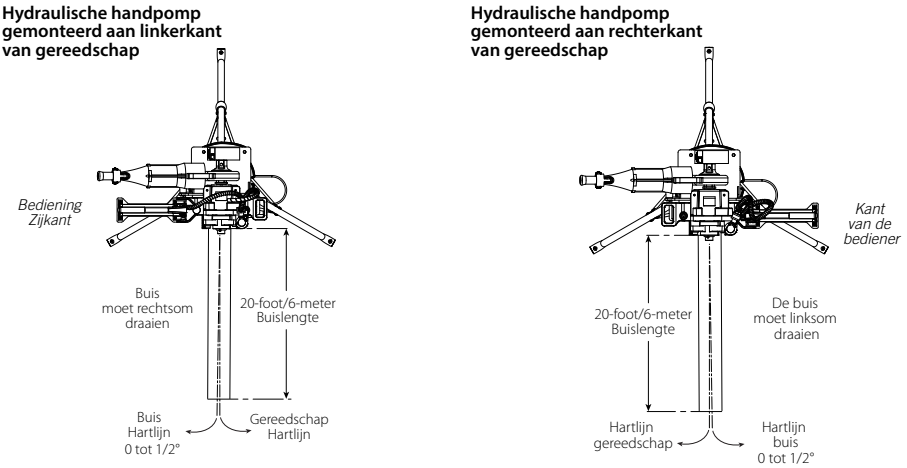

AFBEELDING 2: ZELFTREKKENDE HOEK
4. Druk het pedaal voor veilige bediening in. Controleer of de onderste rol van de gebruiker wegdraait, bekeken vanaf de voorkant van het gereedschap. (Zie afbeelding 2 op pagina 21 voor meer informatie.) Als de onderste rol naar de gebruiker toe draait, draai de rotatiering dan om zoals uitgelegd in stap 7. Haal uw voet van het pedaal voor veilige bediening.
2. Houd de buis recht en vierkant ten opzichte van de onderste rolflens. De buis kan worden afgesteld tot ½° uit het midden als de initiële opstelling onvoldoende tracking biedt (zie Afbeelding 2). Bij te veel verwijding, moet de tracking van rechts naar links minimaal worden gehouden.
6. Plaats de buizensteun circa 0 tot ½° naar links voor de zelftrekkende hoek. Raadpleeg Afbeelding 2 hieronder.